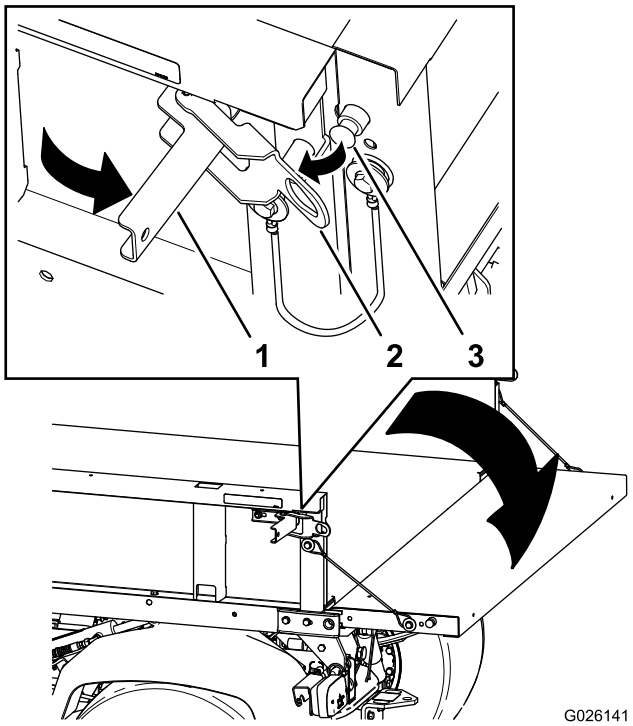

Figur 13
2. Åpne låsene på venstre og høyre side av lastekassen, og senk baklemmen (Figur 13).